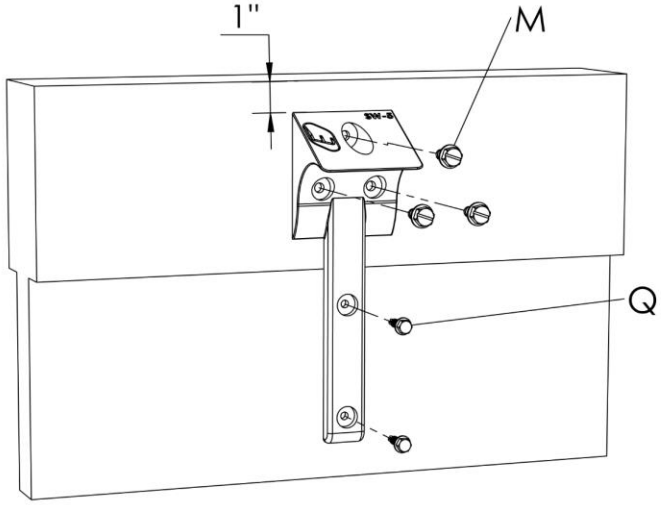

Figure 6
9. **Figure 6.** Position the SW-5 blocks (4) 1’’ from the upper rail.
10. Drill (Ø17/64’’) and install the screws (M).
11. Install the self-drilling screws (Q).